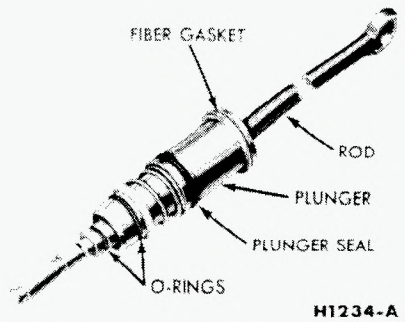

FIG. 56—Valve Operating Rod and Plunger Assembly
2. Remove the O-rings, the seal, and the fiber gaskets from the valve plunger (Fig. 56).
2. Install the fiber gasket, the plunger seal, and the O-rings to the valve plunger assembly (Fig. 56).